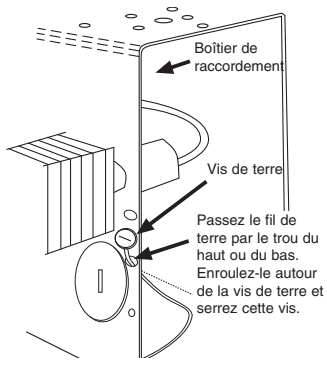

Fig. 3
9. Réalisez les raccordements électriques en suivant le schéma de câblage fixé au radiateur. Reliez le radiateur à la terre en utilisant la vis de terre fournie. Voyez la Figure 3.